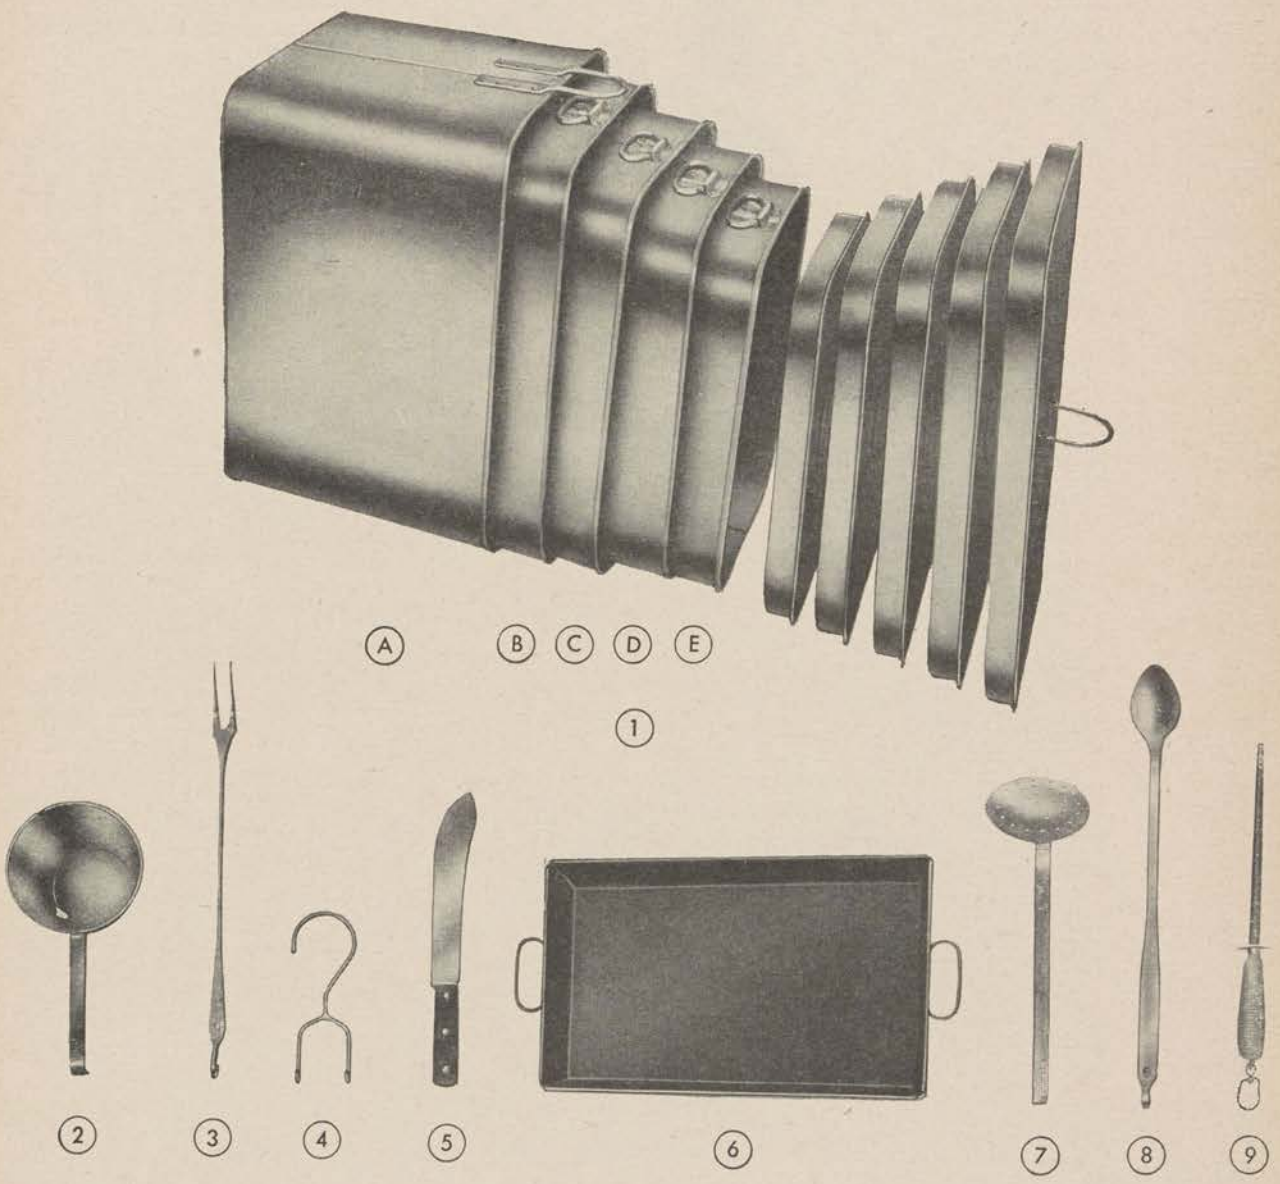

Figure 29. Outfit, cooking, Philippine Scouts, complete (64–O–215).
d. The outfit, cooking, Philippine Scouts, complete (see fig. 29) is made up of the following components: